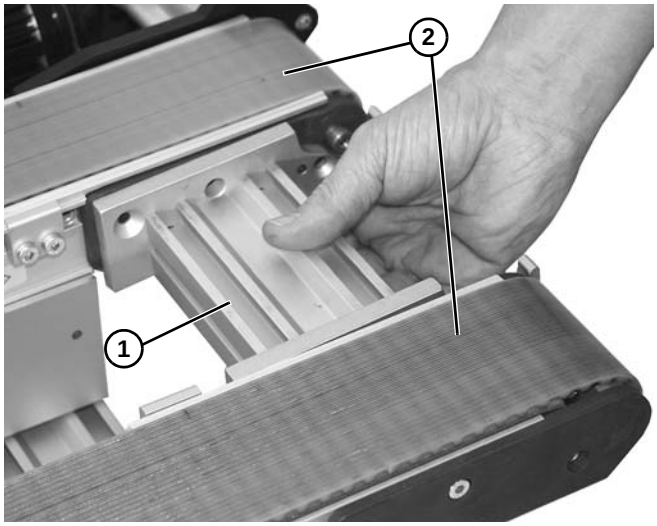

Abbildung 25
1. Spurrohr **(Abbildung 25, Teil 1)** zwischen Förderbändern **(Abbildung 25, Teil 2)** einbauen.